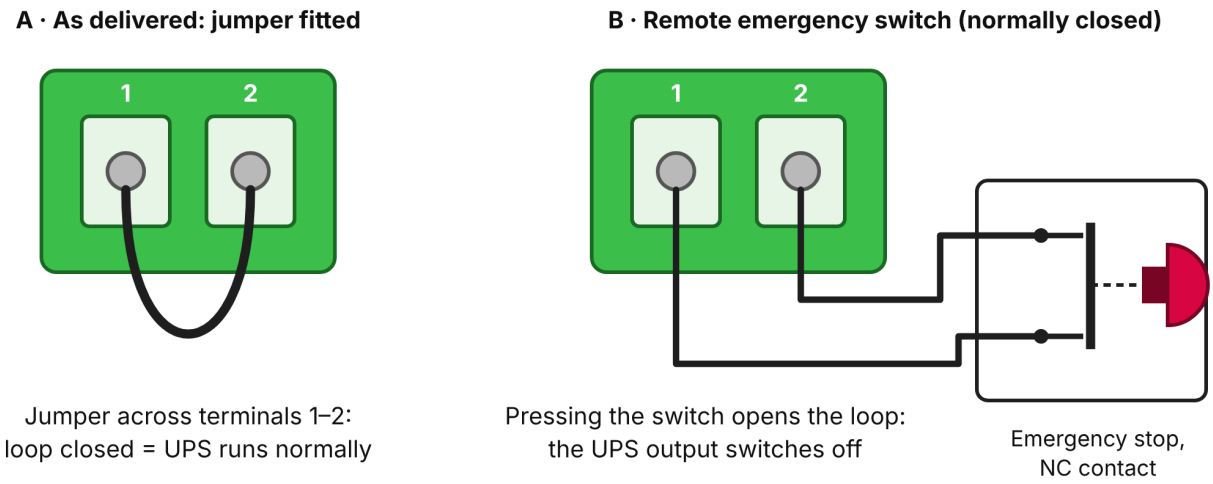

FIGURE 6-4 EPO terminal: as delivered (A) and with a remote emergency switch (B)
The EPO terminal is on the rear panel (item 8 in Figure 2-6, Figure 2-7 and Figure 2-8). Its two terminals are shorted in normal use. Opening them stops the rectifier and the inverter output at once, and LCD page 4 shows code 2. Wire a remote normally closed emergency switch to them if required (Figure 6-4).